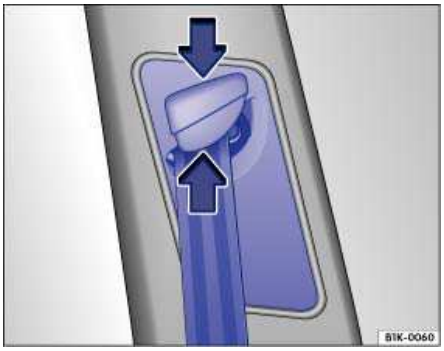

**Fig. 59** Next to the front seats: Safety belt height adjuster.
- Pinch the safety belt attachment together as indicated by the arrows and hold ⇒ fig. 59.